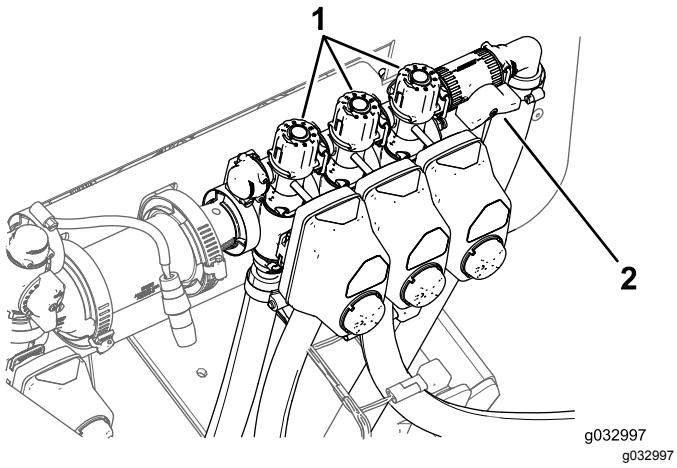

Figur 48
9. Drej den venstre bom, og juster bomomløbsknappen (Figur 48), indtil trykket er på det foregående niveau.
11. Juster højre bomomløbsknap (Figur 48), indtil trykket er på det foregående niveau.
13. Juster den midterste bomomløbsknap (Figur 48), indtil trykket er på det foregående niveau.